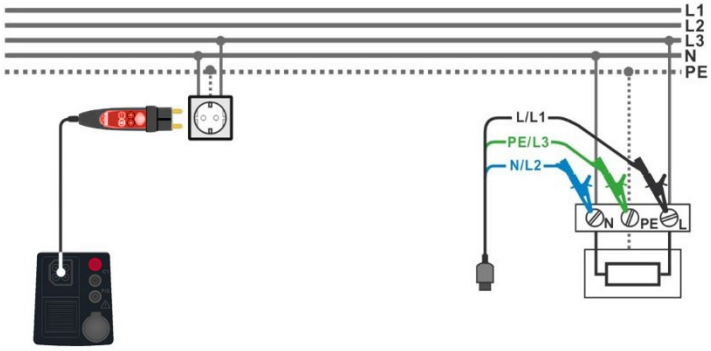

Abbildung 7.67: Anschluss des Commander-Prüfsteckers und der 3-Leiter-Prüfleitung
- Schließen Sie die 3-Leiter-Prüfleitung oder den Commander Prüfstecker am Prüfobjekt an, siehe ***Abbildung 7.67***.